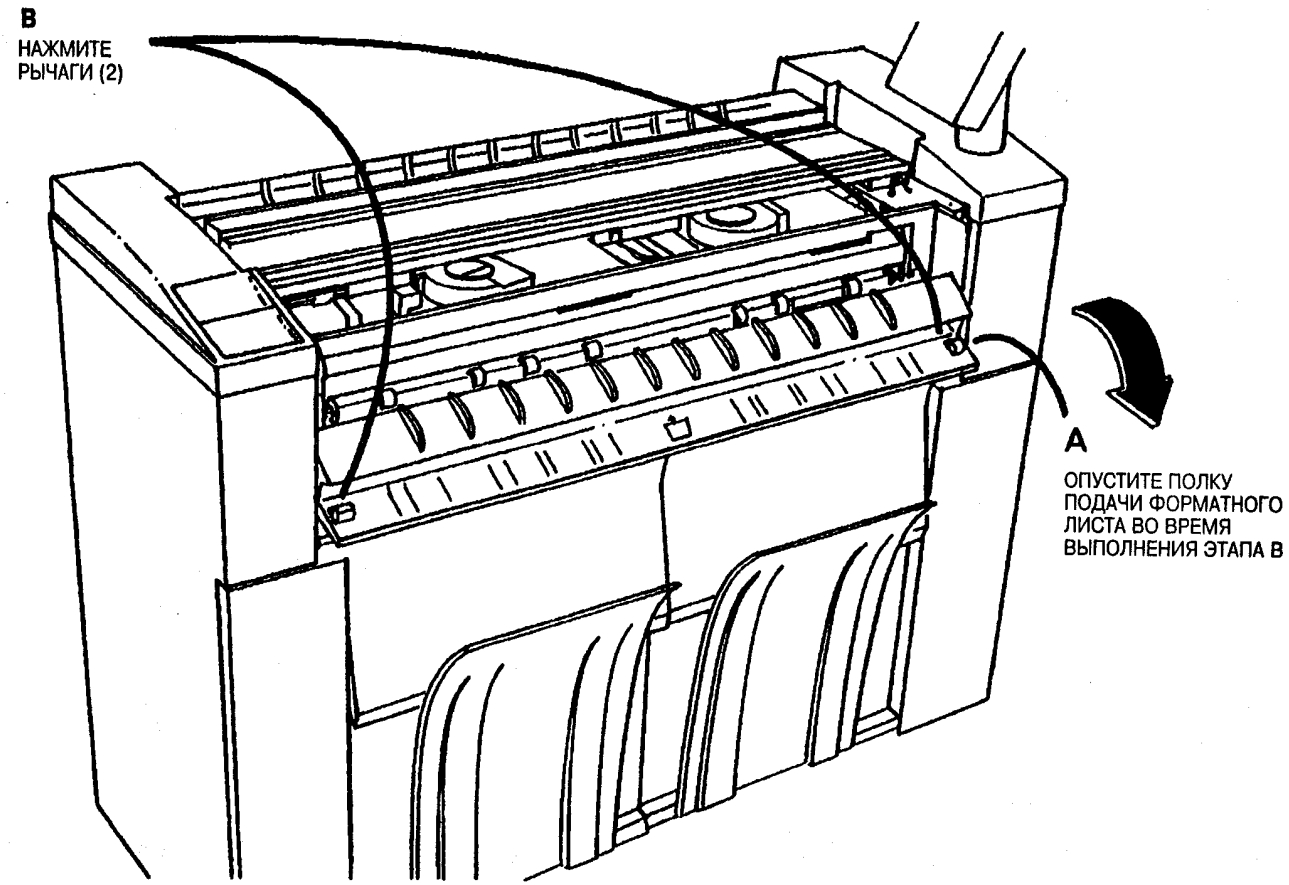

Рис. 2. Опустите полку подачи форматного листа
6. (Рис. 2). Опустите полку подачи форматного листа.